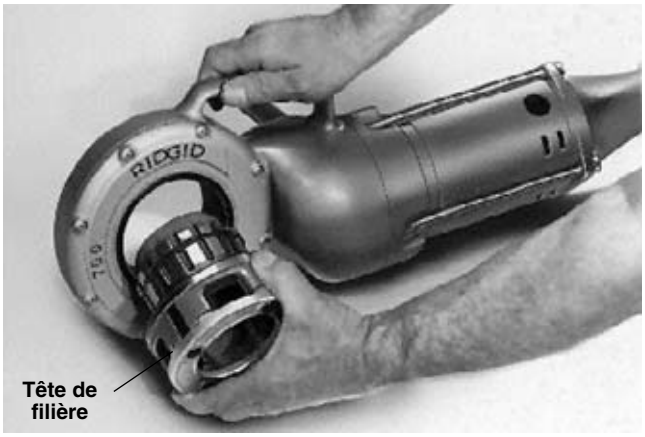

Figure 3 – Installation d'une tête de filière amovible n° 12-R
1. Enfoncez la tête de filière ou l'adaptateur fermement dans le système d'entraînement, cannelures en premier, jusqu'à ce que l'accouplement à cliquet s'engage complètement *(Figure 3)*.